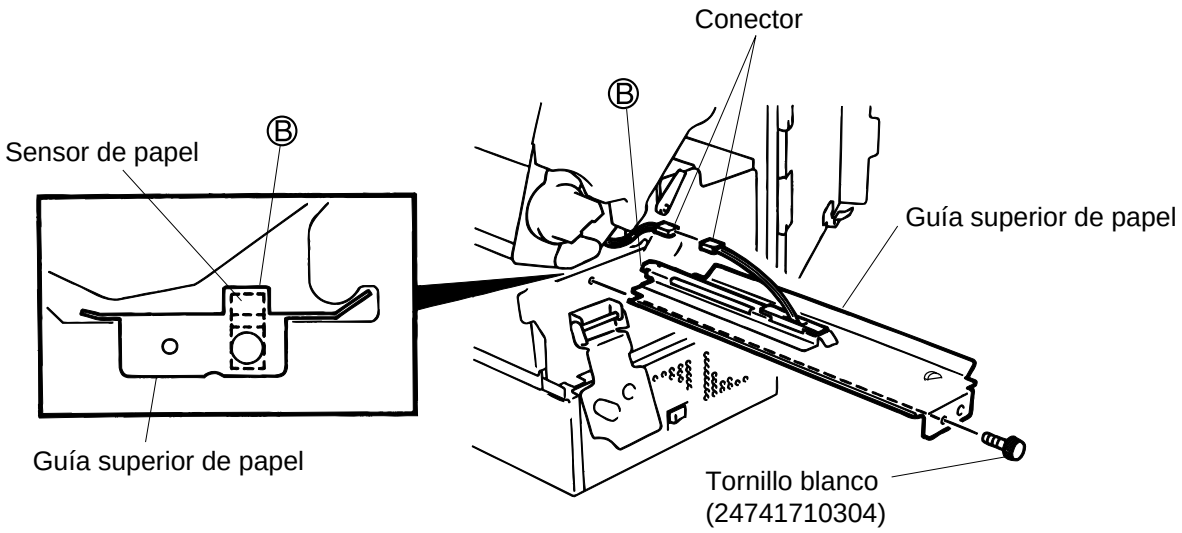

Fig. 12-5
4. Quite el tornillo blanco, deconecte el conector de la guía superior de papel y retire ésta. (Ver Fig. 12-5)